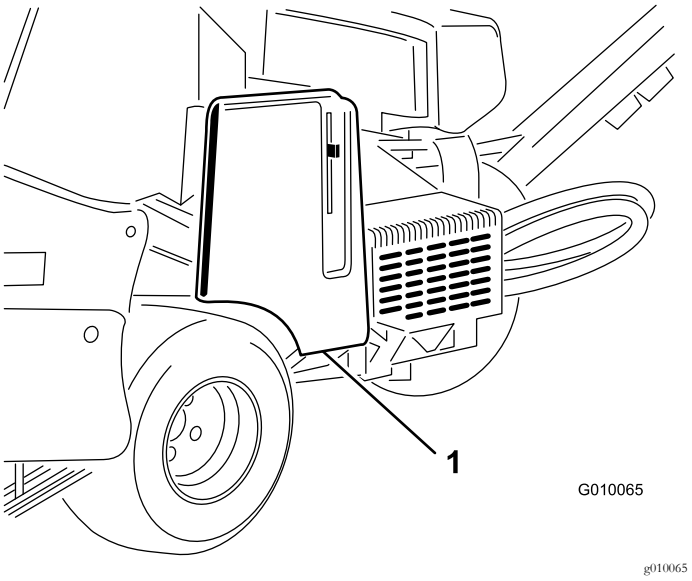

Figur 55
2. Lås opp og ta av remdekselet (Figur 55).